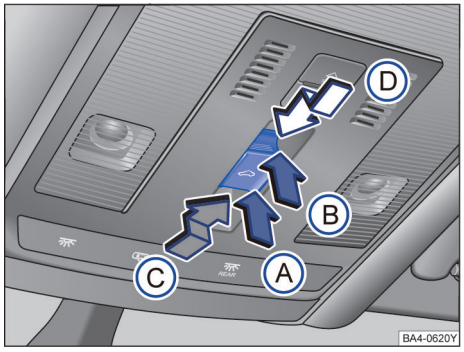

图 67 顶篷上的天窗控制按钮
按钮→图 67 设有 2 挡位置。1 挡位置：可完全打开天窗，或部分翻开天窗，打开或关闭天窗。
– 触发防夹功能后 5 秒钟内按压 按钮→ 图 67，沿箭头Ⓓ 方向将按钮保持在 2 挡位置，直至天窗完全关闭。